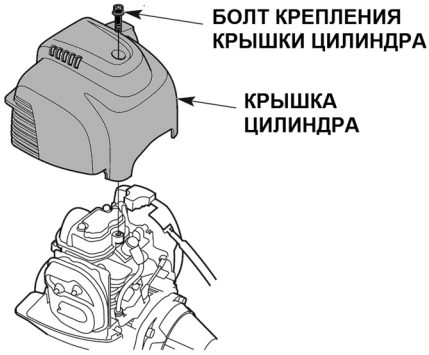

Рис. 19 Снятие крышки цилиндра
1. Выкрутите болт крепления крышки цилиндра и снимите крышку цилиндра (Рис. 19)